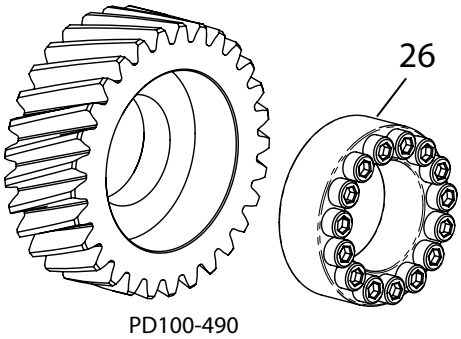
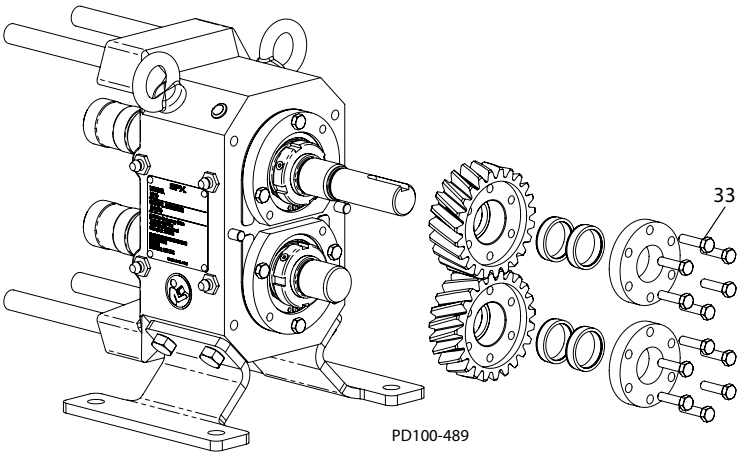

Figura 38 - Gruppo di bloccaggio
Figura 39 - Rimozione degli ingranaggi e del gruppo di bloccaggio
1. Allentare le viti dell'anello di bloccaggio (Figura 39, articolo 24) o le viti di bloccaggio del gruppo di bloccaggio (Figura 38, articolo 26) per allentare gli ingranaggi dall'albero.